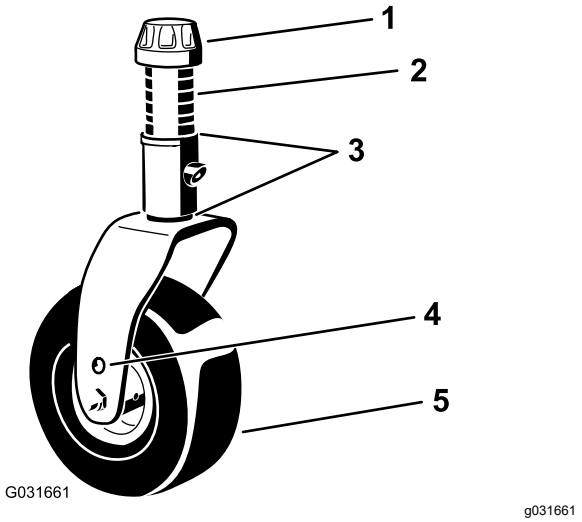
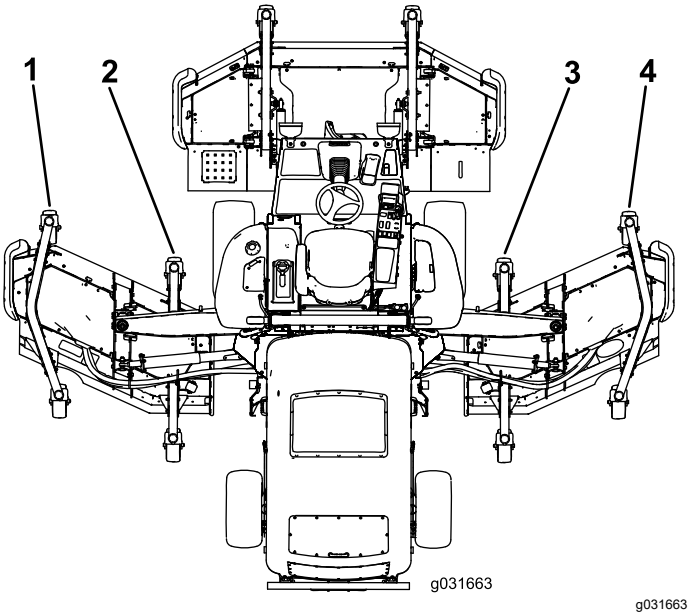

Figur 28
Figur 29
5. Om den inre eggen på vingklippenheten är för hög i förhållande till den yttre eggen på den främre klippenheten, avlägsnar du ett mellanlägg från botten av vingklippenhetens främre inre svänghjulsarm (Figur 28 och Figur 29).
6. Om den inre eggen fortfarande är för hög tar du bort ytterligare ett mellanlägg från botten av den främre inre svänghjulsarmen på vingklippenheten och ett mellanlägg från den främre yttre svänghjulsarmen på vingklippenheten (Figur 28 och Figur 29).
7. Om den inre eggen på vingklippenheten är för låg i förhållande till den yttre eggen på den främre klippenheten lägger du till ett mellanlägg i botten på den främre inre svänghjulsarmen på vingklippenheten (Figur 28 och Figur 29).